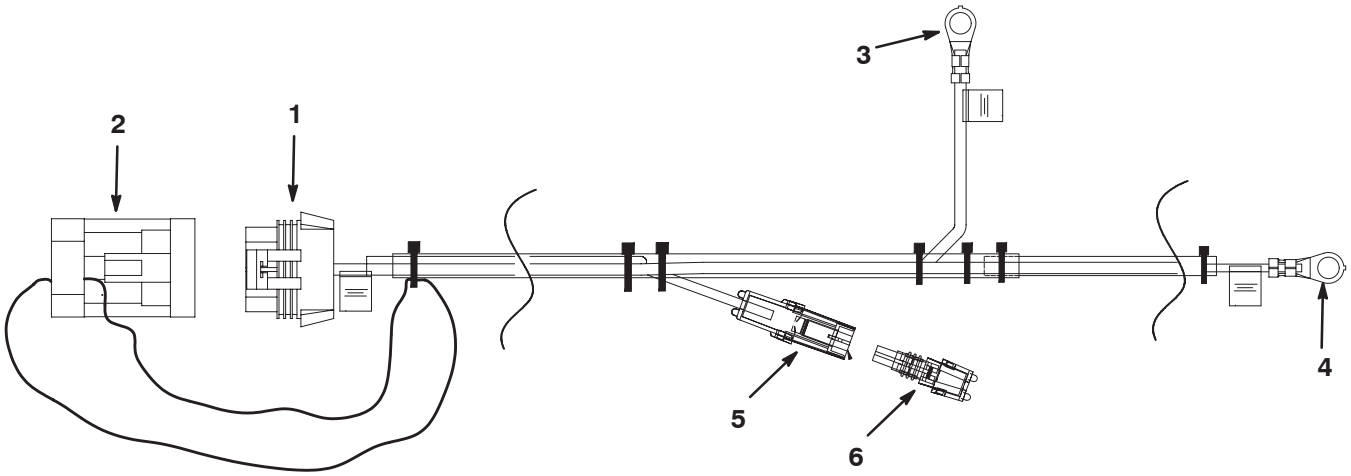

Figure 7
2. Connectez les cosses en anneau du faisceau de câblage à la batterie du véhicule tracteur (Fig. 7).